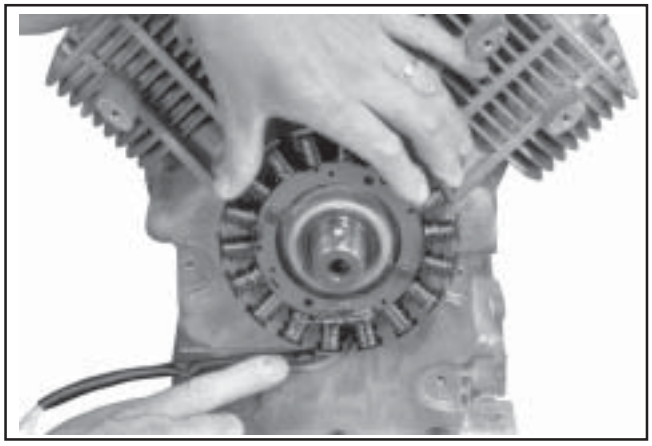

Figure 11-24. Route Stator Leads in Groove.
4. Route the stator leads in the crankcase channel, then install the backing plates and the stator wire bracket (if used). Secure using the four hex flange screws. See Figures 11-24 and 11-25. Torque the screws to **7.3 N·m (65 in. lb.)**.